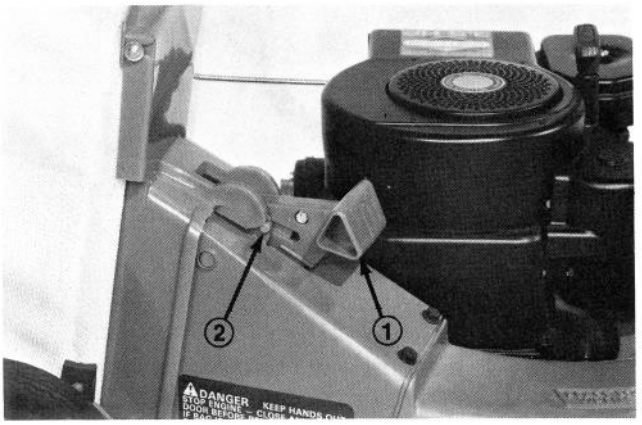

Figure 20
1. Move chute door handle fully forward, and check to insure handle latch pin is against inside of hook indicating door is fully closed (Fig. 20).